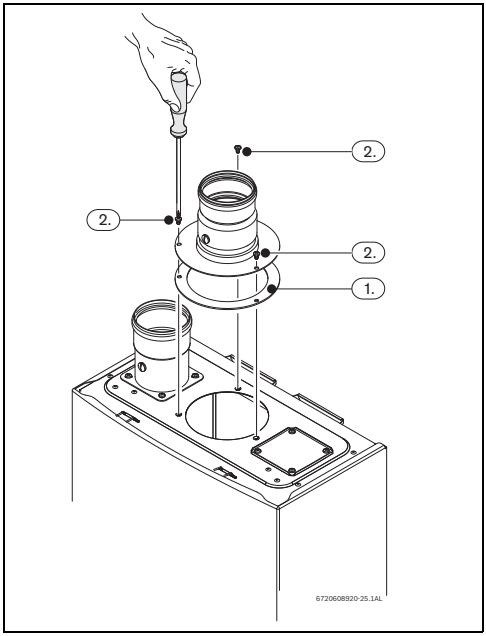

Рис. 28
- Установите прокладку между прибором и дополнительным оборудованием, Рис. 28 , поз. 1.
- Затяните 3 винта дополнительного оборудования для дымохода, Рис. 28 ,поз. 2.